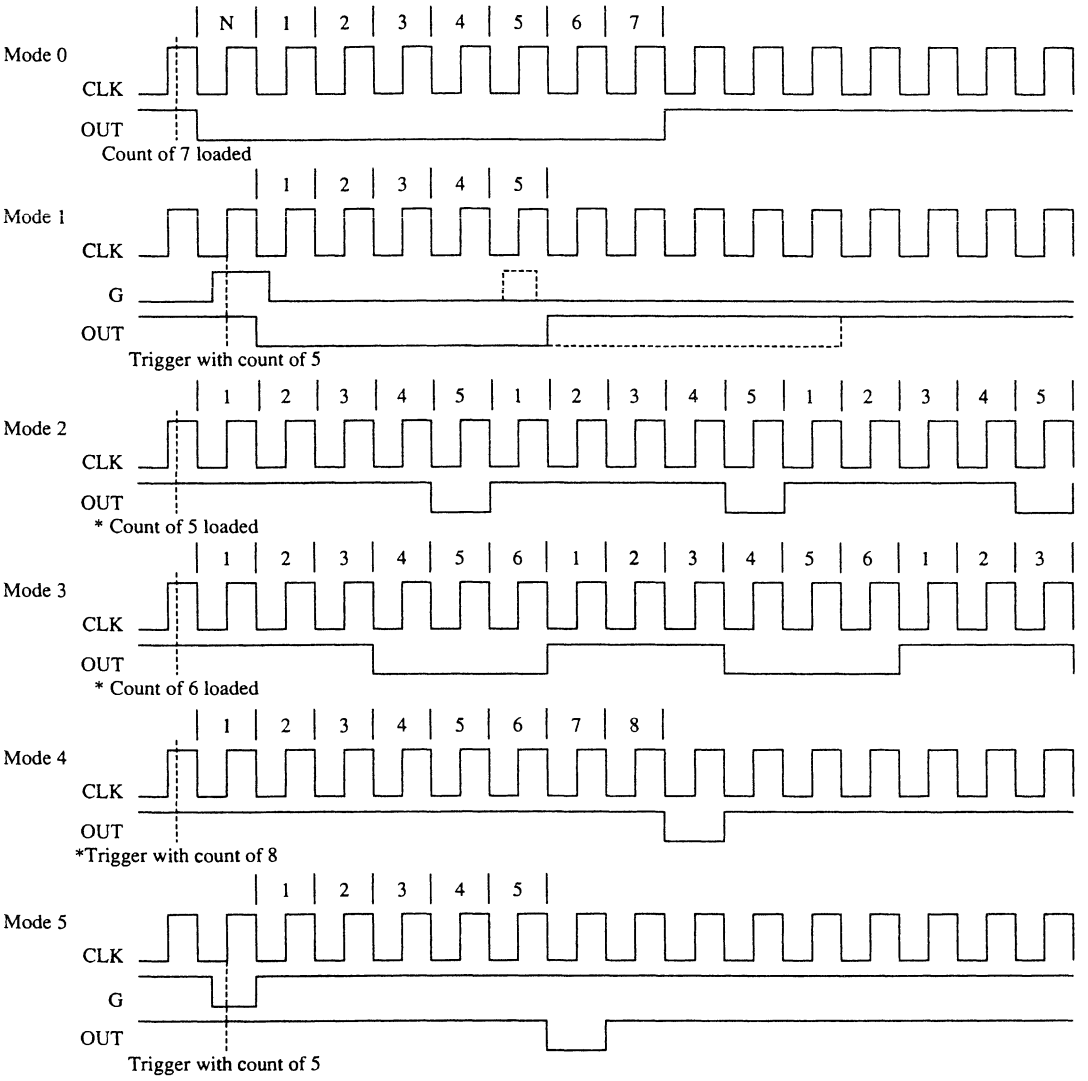

FIGURE 10–35 The six modes of operation for the 8254–2 programmable interval timer. *The G input stops the count when 0 in modes 2, 3, and 4.
Modes of Operation. Six modes of operation (mode 0 – mode 5) are available to each of the 8254 counters. Figure 10–35 shows how each of these modes functions with the CLK input, the gate (G) control signal, and the OUT signal. A description of each mode follows.